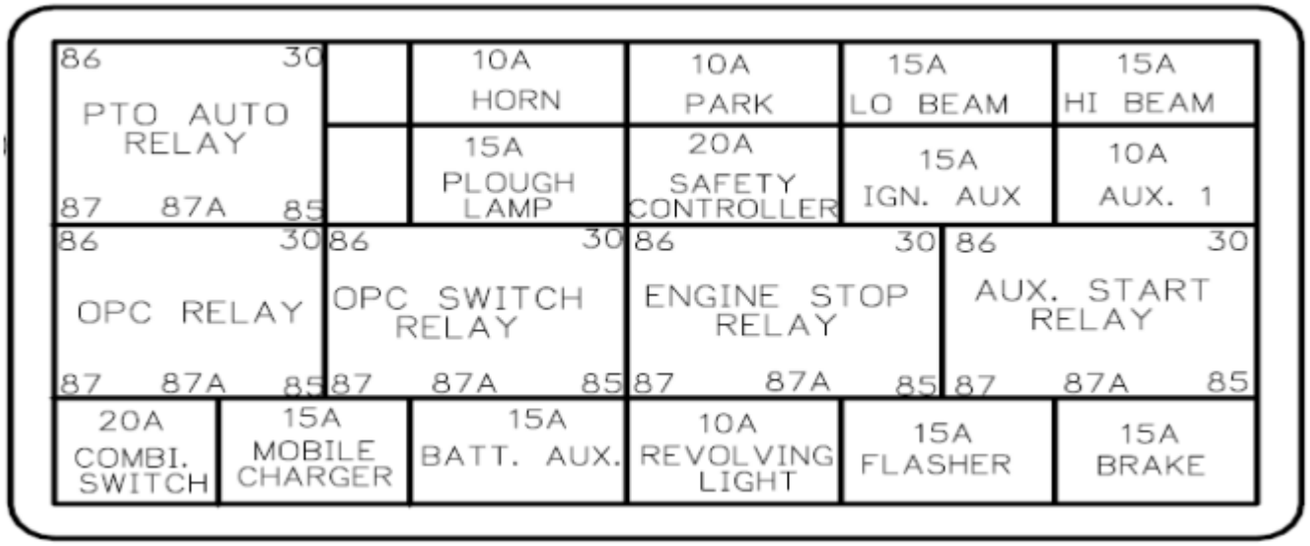

Fig. 5.22: Sikringsboks
5.22 Sikringer i sikringsboks (fig. 5.22)